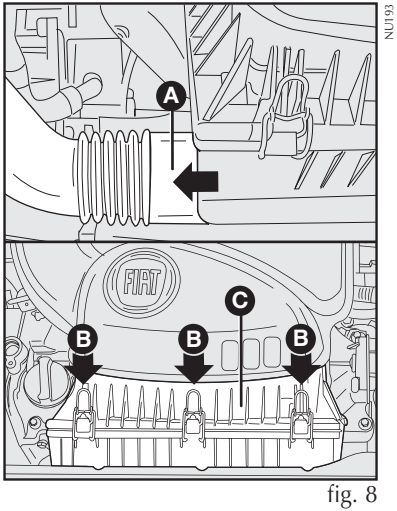

fig. 8
SUBSTITUIÇÃO - fig. 8 e 9
- Remover a tubulação de borracha da caixa do filtro de ar **A-fig. 8** conforme a seta;